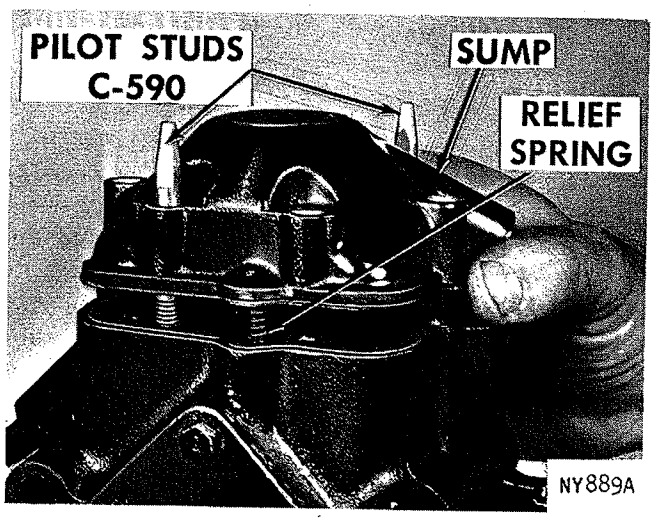

*Fig. 63—Installing the Sump*
(1) Remove bearing cap and install piston in bore. Use piston ring compressor to prevent ring damage.
(2) Install bearing caps, and tighten screws 52 to 56 inch-pounds. Be sure each cap is installed in its original position.
(3) Install valve plates and cylinder heads.
(4) Turn compressor upside down. Install pilot studs, gasket, oil pressure relief ball and spring.
(5) Install the sump over pilot studs (Fig. 63), making sure the oil pressure relief spring depresses uniformly as the sump is lowered on the case.
(6) Tighten sump bolts finger tight to prevent spring misalignment, then tighten 15 to 19 foot-pounds.
(7) Refill with new refrigerant oil after the compressor is installed on vehicle. Do not re-use the oil that was previously drained.